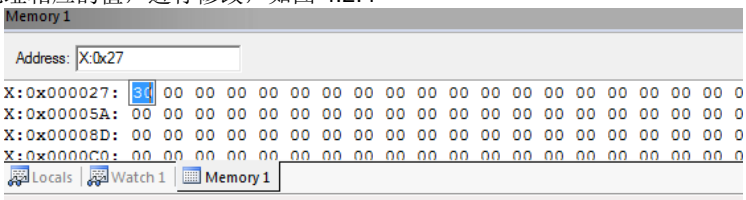

图 4.2.4
1. 双击 Memory 中地址相应的值，进行修改，如图 4.2.4